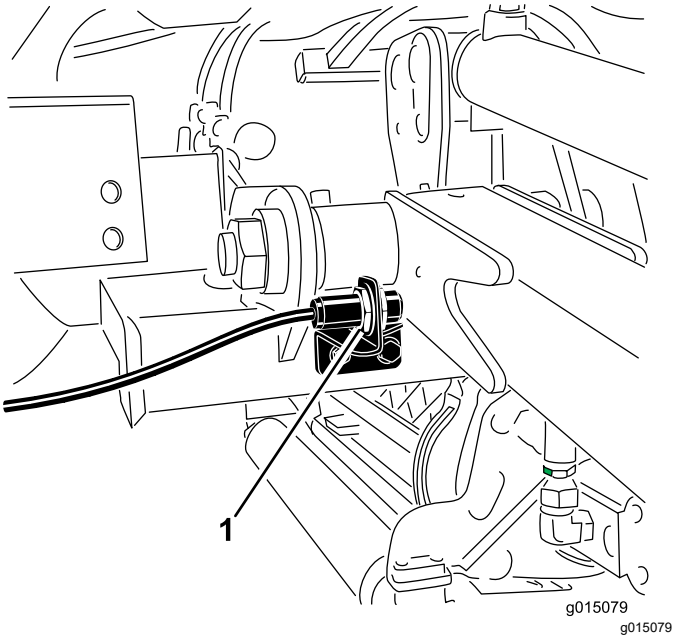

Figur 39
2. Løftearmbryteren finnes bak fremre høyre løftearm (Figur 39).
3. Løsne bryterens festeskruer (Figur 39) og flytt bryteren ned for å heve løftearmens vendehøyde eller flytt bryteren opp for å senke løftearmens vendehøyde. Trekk til festeskruene.